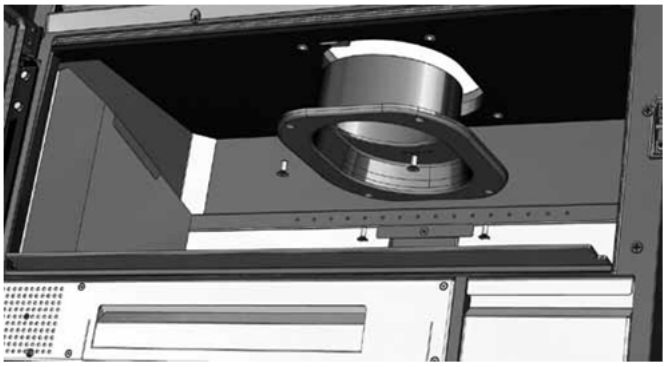

FIG. 14
4. Sujeitar novamente a chaminé ao teto **VERIFIQUE QUE O ANEL DE FIXAÇÃO ESTÁ BEM AJUSTADO NO TETO** (Fig.14).